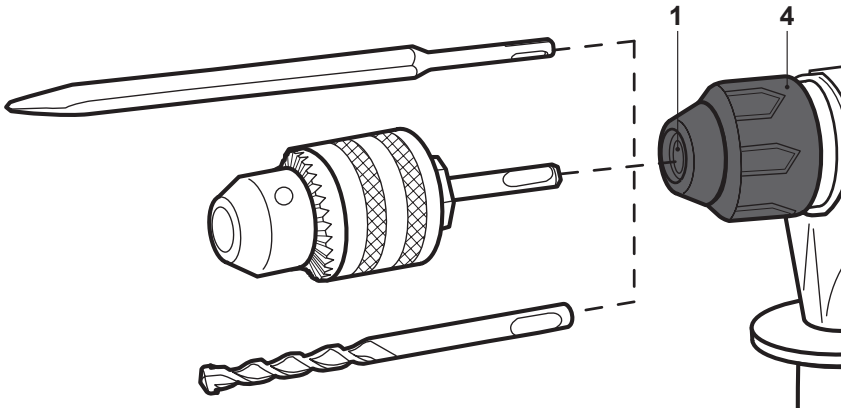

Fig. 1
> Inserte la broca o cincel SDS en el portaútiles (1) con un movimiento de giro hasta el fondo (Fig. 1).
NOTA: El portabrocas con llave permite utilizar brocas normales (sin tipo de SDS) con el producto. Para colocar el portabrocas con llave, inserte el adaptador SDS del portabrocas con llave con un movimiento giratorio hasta el final en el portabrocas SDS (1) (Fig. 1).